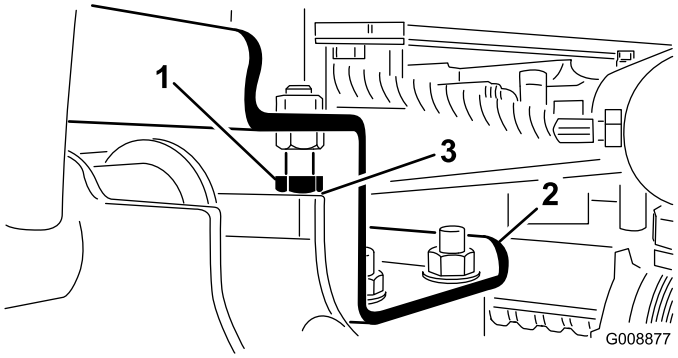

**Figur 12**
A. Flytta stoppbultarna bakåt (Figur 12).
2. Kontrollera att spelet mellan varje lyftarm och stoppbult är 0,13–1,02 mm (Figur 12). Om spelet inte ligger mellan dessa mått justerar du stoppbultarna så att ett spel skapas.